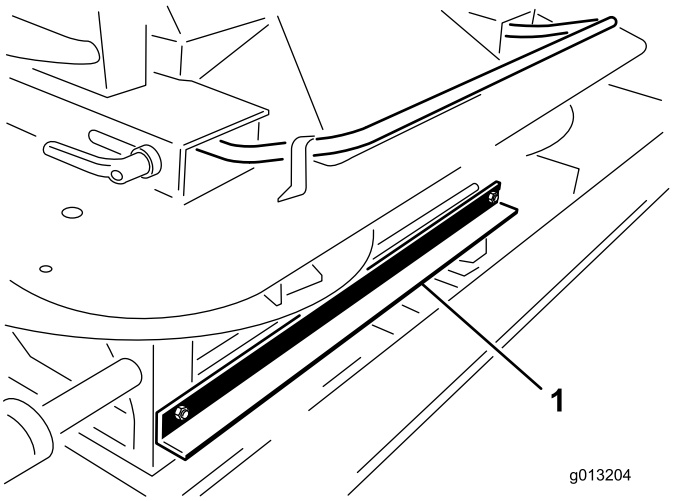

Rysunek 4
3. Z przodu podwójnego rozrzutnika odkręć dwie śruby i nakrętki mocujące wspornik transportowy podnośnika maszyny do podwójnego rozrzutnika (Rysunek 4).